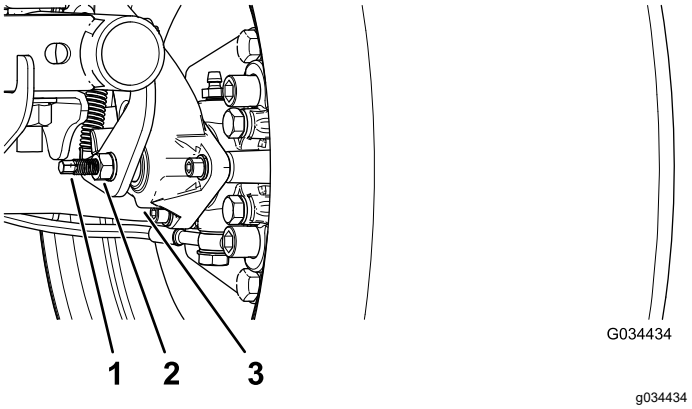

Rysunek 63
3. Za pomocą 2 kluczy przytrzymaj nieruchomo uchwyt regulujący na zacisku 1 kluczem, zaś drugim kluczem poluzuj nakrętkę zabezpieczającą o ¼ obrotu (Rysunek 63).
4. Trzymając nieruchomo uchwyt regulacyjny i nakrętkę zabezpieczającą, dokręć uchwyt regulacyjny, aby zwiększyć napięcie (Rysunek 63).
5. Trzymając nieruchomo uchwyt regulacyjny i nakrętkę zabezpieczającą, odkręć o ¼ obrotu (Rysunek 63).
6. Trzymając nieruchomo uchwyt regulacyjny i nakrętkę zabezpieczającą, dokręć nakrętkę zabezpieczającą (Rysunek 63).